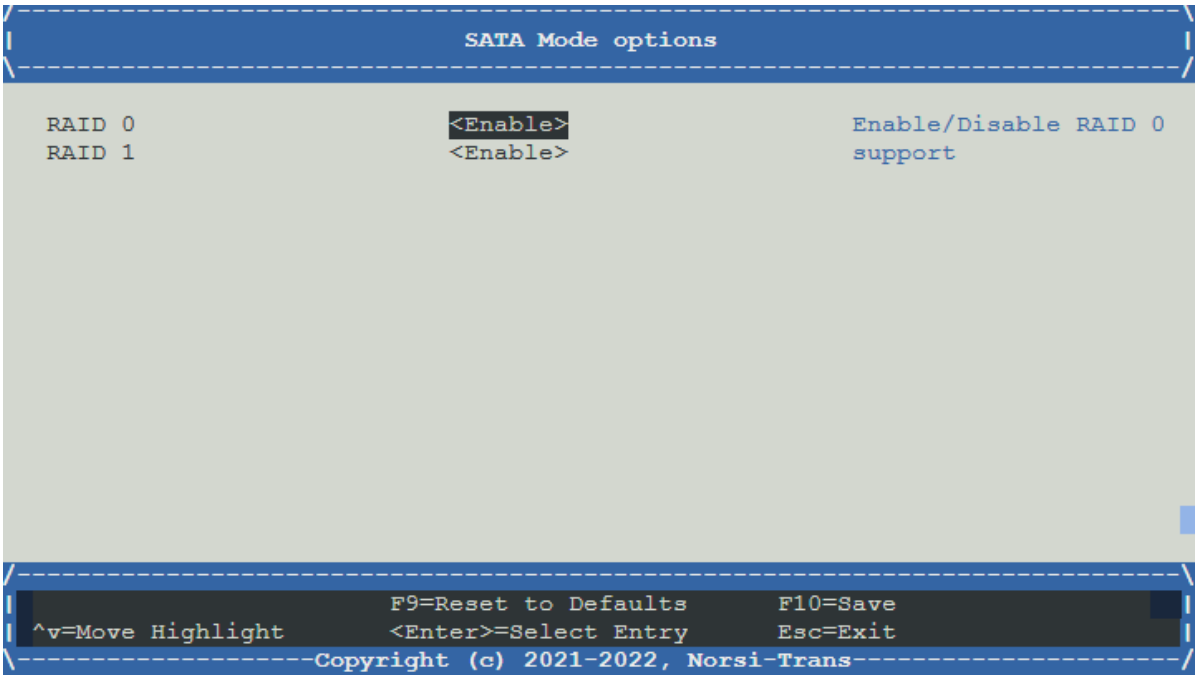

Рис. 60. Меню SATA Mode option
3) Во вкладке «PCH sSATA Configuration» перейдите во вкладку «SATA Mode options» и установите «RAID 0» и «RAID 1» в состояние <Enable>. Окно показано на рис. 60 Меню SATA Mode option.